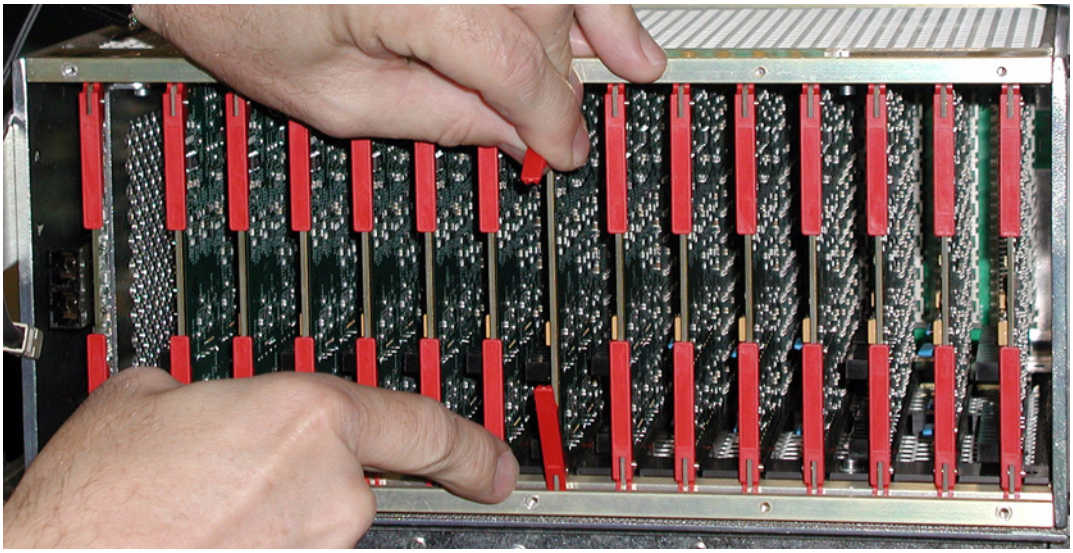

Figure 7-55 Position card so that ejector tabs fit into channel
b.) Slide the board into the chassis until Red ejector tabs align with the card guides (see Figure 7-55, on page 532).